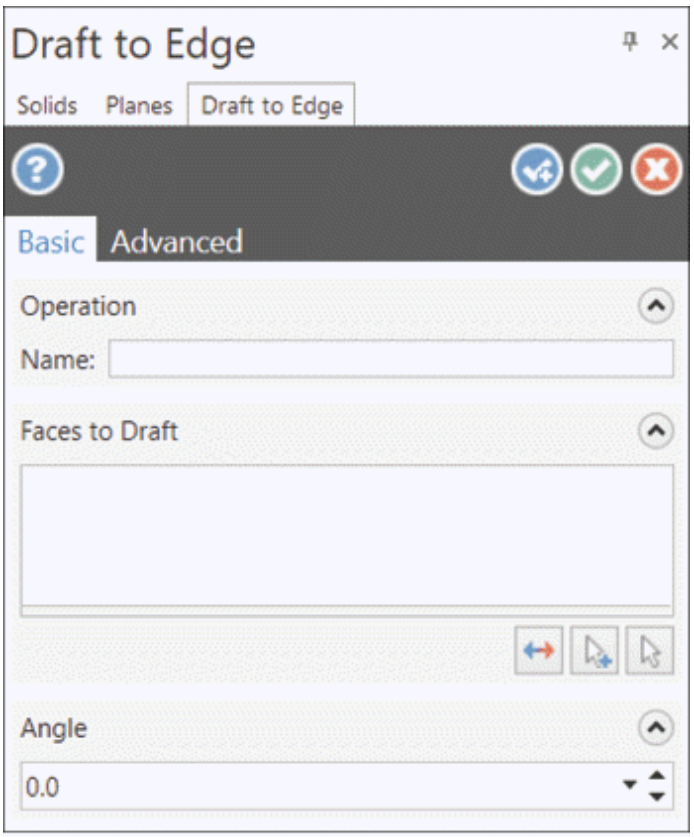

Figure-65. Draft to Edge Manager
- Click on the **Draft Edge** tool from the **Draft** drop-down in the **Modify** group of **Solids** tab in the **Ribbon**. The **Draft to Edge Manager** will be displayed with **Solid Selection** dialog box; refer to Figure-65.